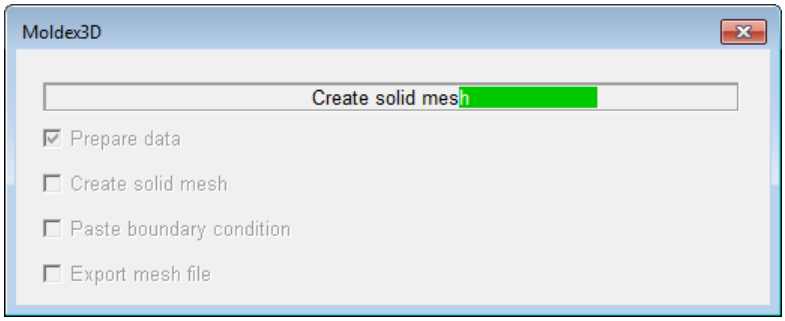

*Figure 2-43 The **Moldex3D** window*
4. Choose the **OK** button; the dialog box gets closed and the **Moldex3D** window showing the progress of solid mesh generation is displayed, refer to Figure 2-43.